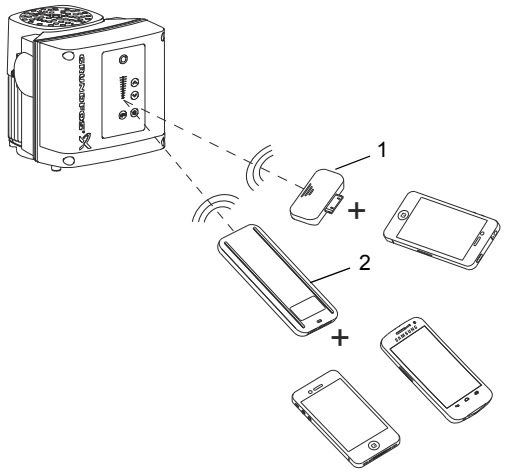

Fig. 41 Grundfos GO Remote communicating with the motor via radio or infrared light
Grundfos GO Remote offers three different mobile interfaces (MI). See fig. 41.